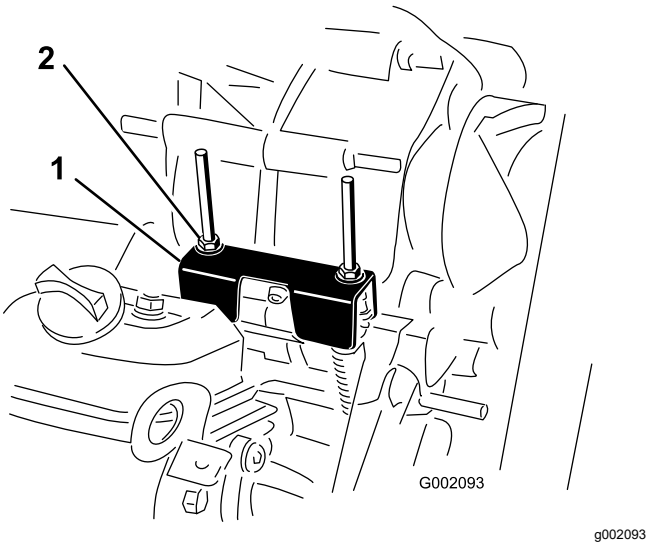

Figuur 52
Als u routine-onderhoudswerkzaamheden uitvoert en/of de motor test, moet u de machine in de NEUTRAALSTAND zetten (Figuur 52). De machine heeft een NEUTRAALSTAND op de schakelhendel, waarmee
2. Zet de beugel van de neutraalstand in NEUTRAAL (horizontaal ten opzichte van de montagebeugel van de kabel die zich onder de schakelbeugel bevindt) door de aangedreven koppeling te draaien (Figuur 52).
3. Draai een van de borgmoeren (Figuur 52) om een speling van 0,762 tot 1,524 mm te verkrijgen tussen de onderkant van de moer/ring en de beugel van de neutraalstand.